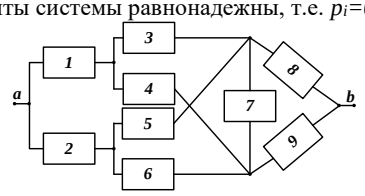

Рис. 5
11. Определить среднюю наработку до отказа системы, НФС которой приведена на рис. 5, с помощью метода минимальных путей и сечений. Все элементы системы равнонадежны, т.е. $p_i=0,9$.